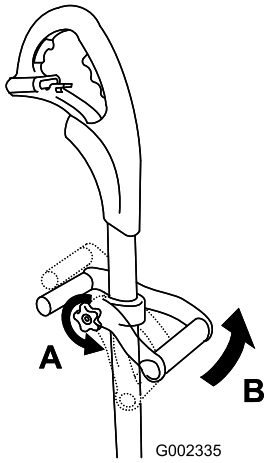

Figura 1
1. Afloje el pomo, luego desplace la empuñadura supletoria hacia arriba o hacia abajo en el mástil a la altura deseada (Figura 1).
2. Gire la empuñadura supletoria a una posición cómoda (Figura 1), luego apriete el pomo.